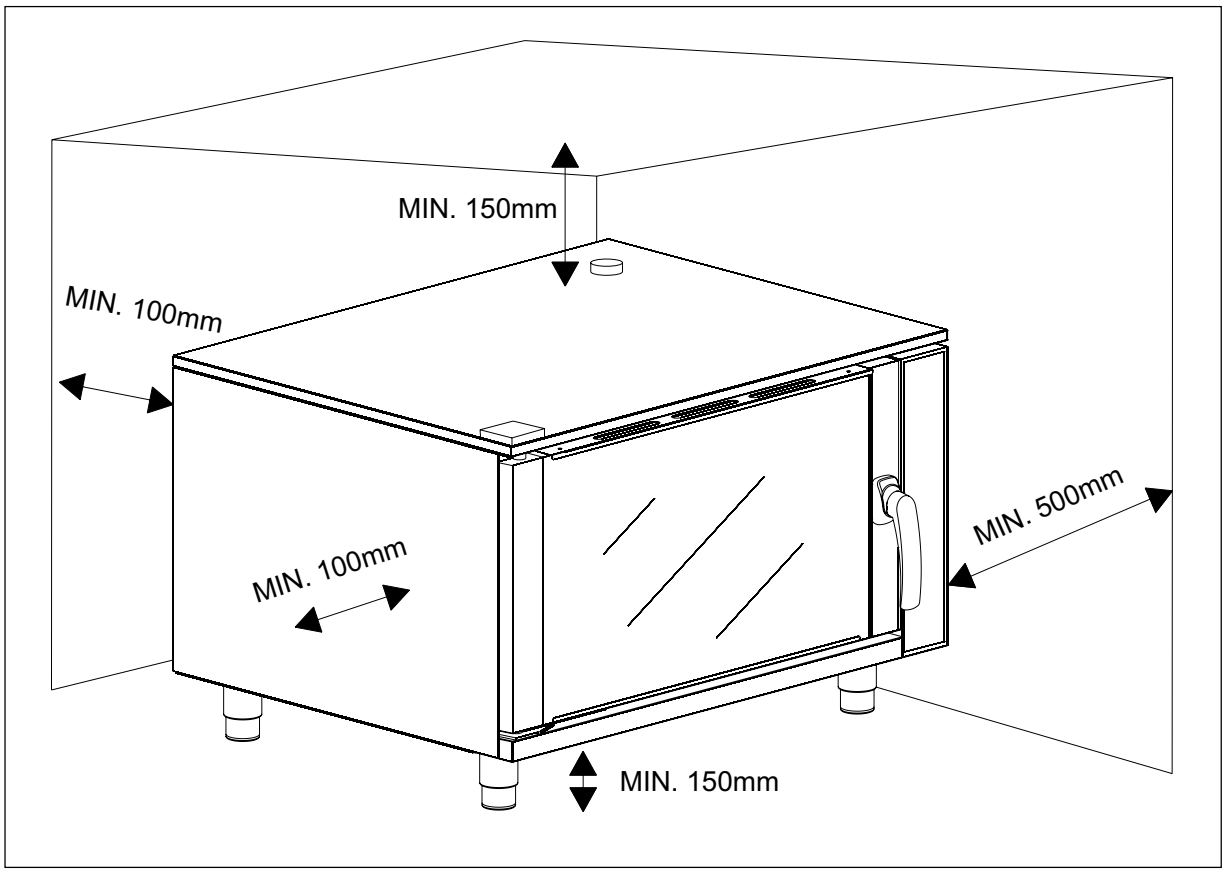

fig. 3
- Afin de pouvoir effectuer l'installation et les opérations d'entretien, il faut maintenir une distance d'au moins 500 mm (voir fig. 3) entre le côté gauche du four et le mur, ou des appareils se trouvant à proximité.